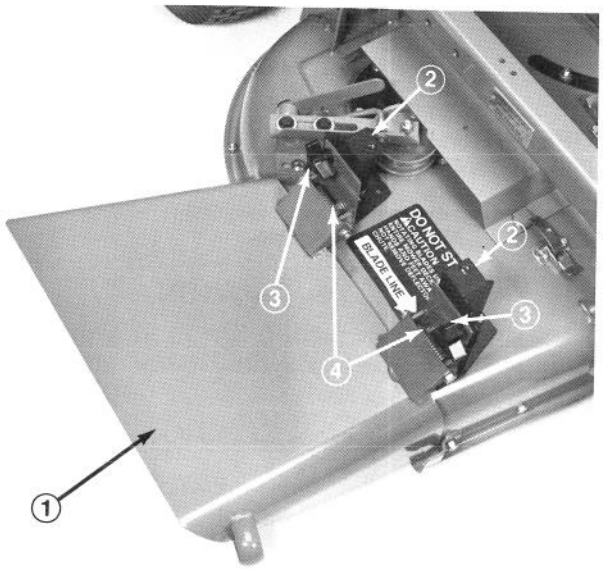

Figure 19
2. Position grass deflector mounts on outside of pivot brackets (included in kit) and secure parts together with capscrews, locknuts, and washers previously removed (Fig. 19). Both locknuts must face each other. Tighten locknuts until they are flush against deflector pivots.